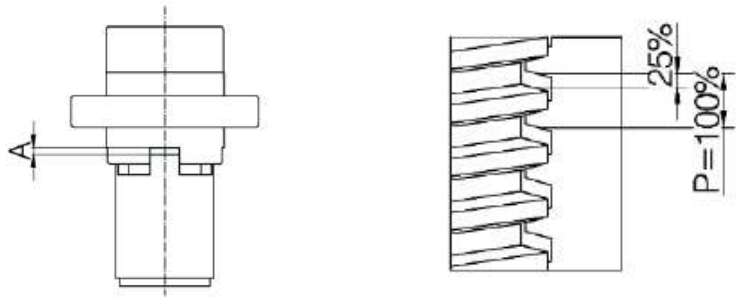

Fig. 20: chiocciola di sicurezza SIFA: controllo dell´usura della quota „A“
4. In caso di presenza della madrevite di sicurezza SIFA a controllo manuale misurare e prendere nota della dimensione „A“ (vedi fig. 20). Questa dimensione serve come parametro di riferimento per monitorare il consumo del sistema (vedi capitolo 7.1.1).
3. Quando e´presente la chiocciola di sicurezza SIFA, controllare l´usura secondo la fig. 20 (a dx).